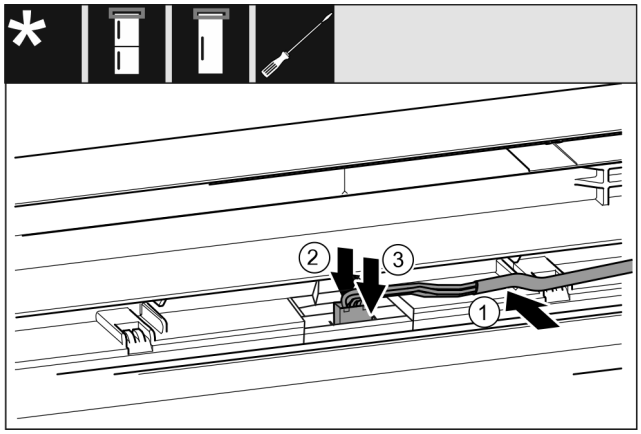

*Fig. 40 Koel-/vriescombinaties / diepvriezers / koelapparaten*
- ▶ Kabel *Fig. 40 (1)* in de geleiding in de bovenste deur leggen.
- ▶ Vergrendelingslipje *Fig. 40 (2)* naar achteren drukken.
- ▶ Stekker *Fig. 40 (3)* vastklikken.